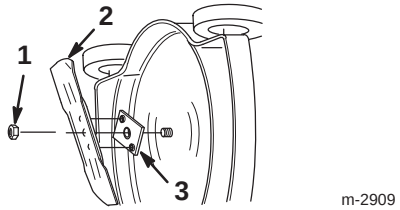

Figura 25
1. Asegúrese de que el impulsor de la cuchilla está instalado en el eje. Ver Figura 25.